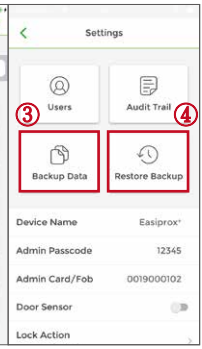

図 8
③ データのバックアップ：(次のページの図8を参照)
④ バックアップの復元（図8を参照）